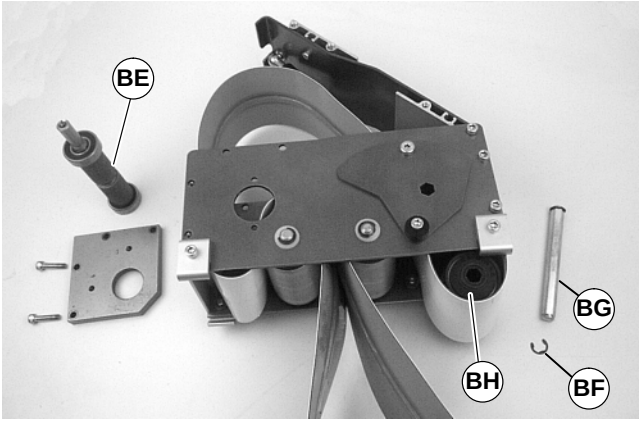

Abbildung 28
2. Die Antriebsrolle ausbauen (BE siehe Abbildung 28).
- Bei 44 mm, 70 mm oder 95 mm breitem Fördergurt, den Sprengring (BF siehe Abbildung 28) entfernen. Umlenkwelle (BG) und Umlenkspindel (BH) entfernen.